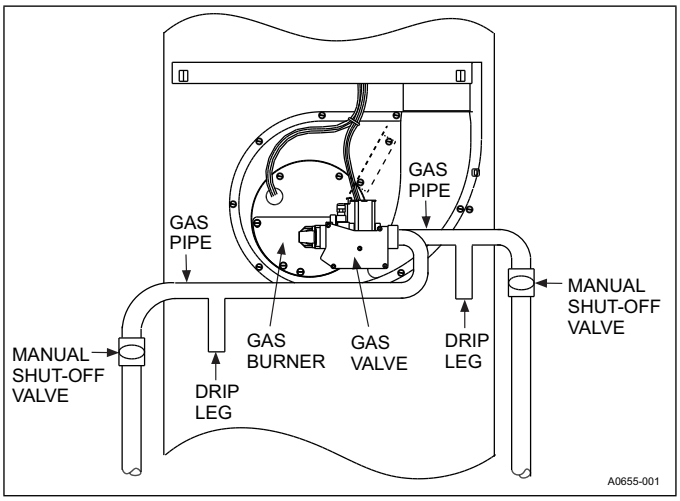

**Figure 15:** Gas piping
Gas piping may be connected from either side of the furnace using any of the gas pipe entry knockouts on both sides of the furnace. See **Figure 15**.
1. Shut off gas supply at valve upstream from furnace or at meter as required. See **Figure 15**.